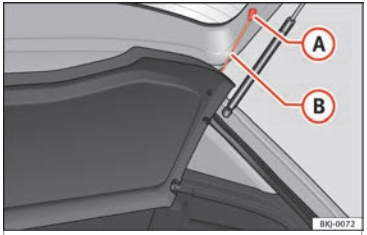

Fig. 167 En el maletero: desmontar y montar la bandeja.
- Desenganche los tirantes de sujeción ››› **fig. 167** (B) de los alojamientos (A). »
• Enganche los tirantes de sujeción ››› fig. 167 (B) en el portón trasero.